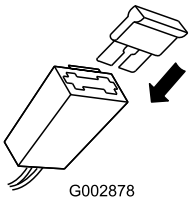

Figur 9
2. Montera säkringen i hållaren som bilden visar (Figur 9).